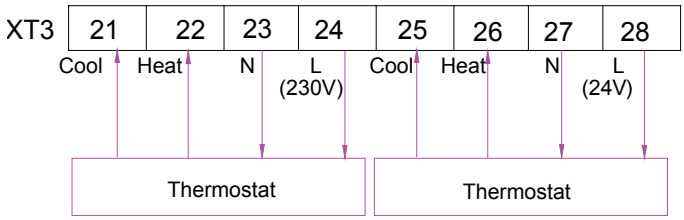

Fig .1
(1) Uncover the front cover of the indoor unit and open the control box.
(2) Identify the power specification of the thermostat, if it is 230V , find terminal block XT3 as NO.21~24 or NO.23~26; Otherwise, if it is 24V, find terminal block XT3 as NO.25~28 or NO.27~30;
(3) If it is Heating/Cooling thermostat, please connect wire as Fig 1 ;